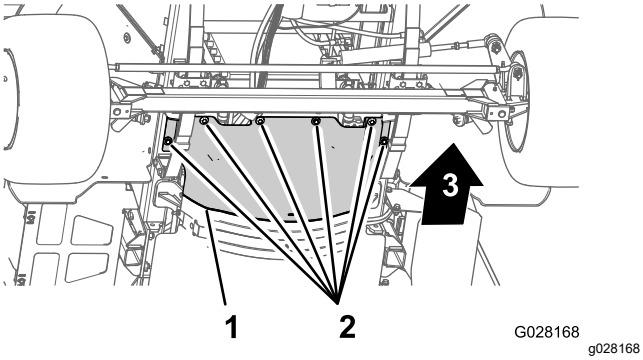

Figuur 62
3. Verwijder de 6 zeskantbouten en 6 ringen waarmee het voorste hittescherm aan het chassis is bevestigd en verwijder het scherm (Figuur 62).